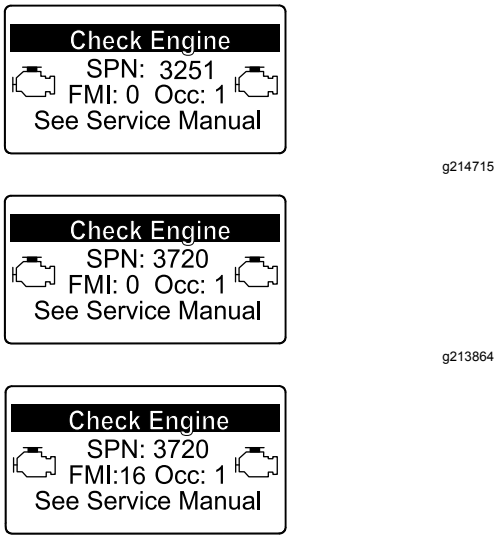

Figur 77
- Hvis motorfejl CHECK ENGINE SPN 3251 FMI 0 (tjek motor-spn 3251, fmi 0) eller CHECK ENGINE SPN 3720 FMI 0 (tjek motor-spn 3720, fmi 0) eller CHECK ENGINE SPN 3720 FMI 16 (tjek motor-spn 3720, fmi 16) vises i infocenteret (Figur 77), skal sodfilteret rengøres ved hjælp af følgende trin: